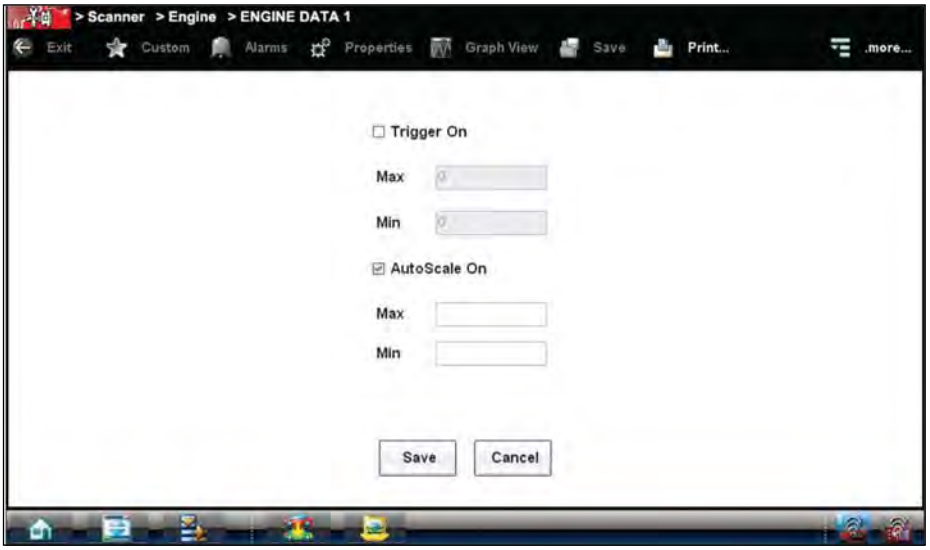

Figure 4-26 *Sample manual scale selection*
2. From the Graph Properties dialog box (Figure 4-26), select **Auto Scale On**.